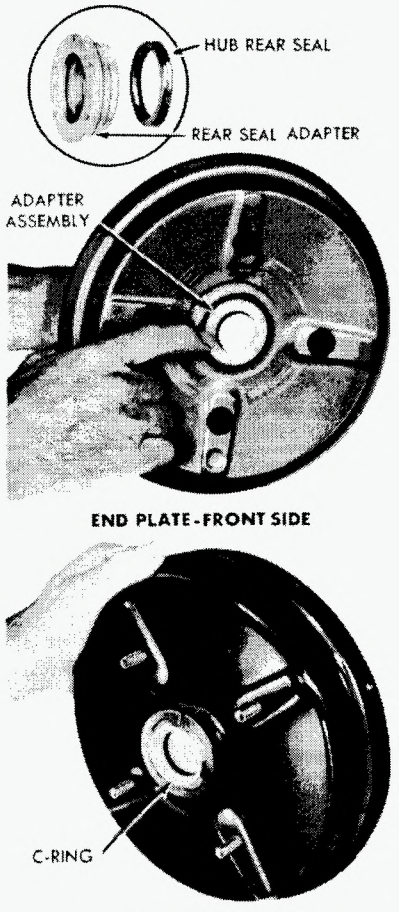

FIG. 58—Installation of Hub Rear Seal and Adapter Assembly
the small-diameter end of the adapter protruding from the rear side of the end plate (Fig. 58).
5. Install the large C-ring to the rear seal adapter at the rear side of the end plate (Fig. 58).